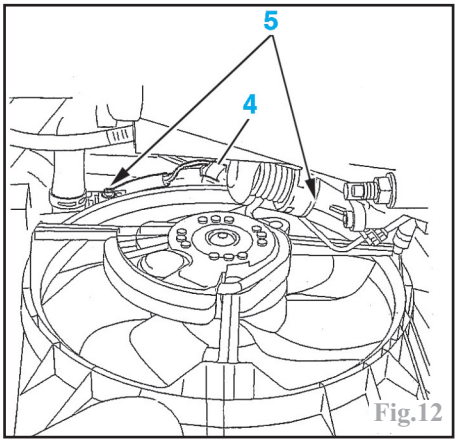

Fig.12
-les vis (5) du motoventilateur puis celui-ci (Fig.12).